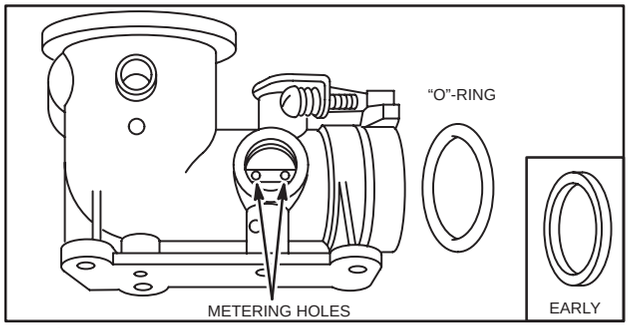

Fig. 226 – METERING HOLES AND "O"-RING, TYPICAL
1. Remove and discard "O"-ring, Fig. 226.
4. DO NOT ALTER SIZE OF HOLES, Fig. 226.